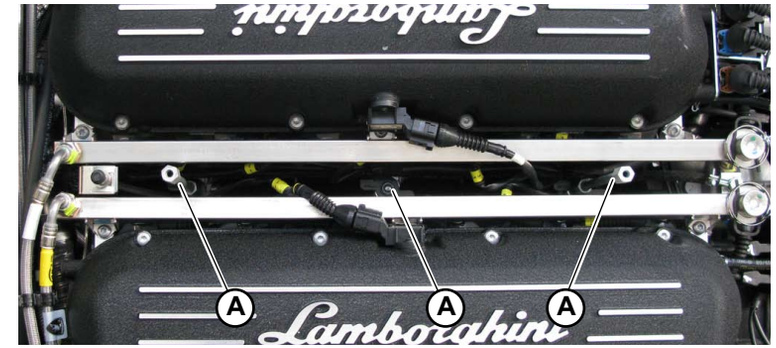

Fig.3
2. Tighten the 3 center screws (**A-Fig.3**).